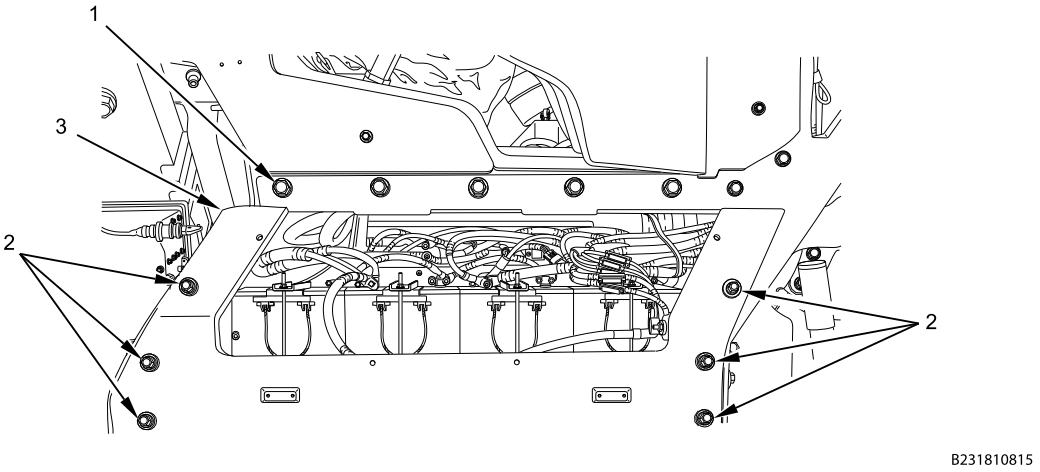

Figure 27. Battery Box Cover Plate.
18. Install five bolts (Figure 27, Item 1) and washers on battery box cover plate (Figure 27, Item 3). Torque bolts to 100 lb-ft (136 N•m).
19. Install six bolts (Figure 27, Item 2) and washers on battery box cover plate (Figure 27, Item 3). Torque bolts to 56-65 lb-ft (76-88 N•m).